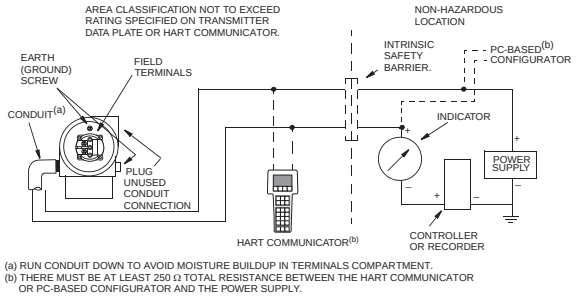

Figure 26. Loop Wiring Transmitters
7. Connect receivers (such as controllers, recorders, indicators) in series with power supply and transmitter as shown in Figure 26.
10. A HART Communicator or PC-Based Configurator can be connected in the loop between the transmitter and the power supply as shown in Figures 26 and 27. Note that a minimum of 250 Ω must separate the power supply from the HART Communicator or PC-Based Configurator.